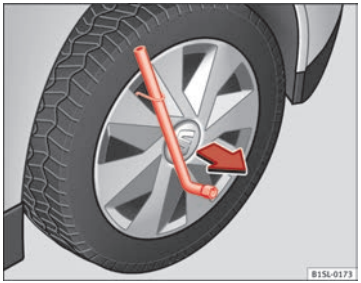

Fig. 142 Démonter l'enjoliveur intégral.
- Introduisez la clé démonte-roue dans le crochet en fil de fer ⇒ fig. 142 puis tirez sur l'enjoliveur dans le sens indiqué par la flèche.